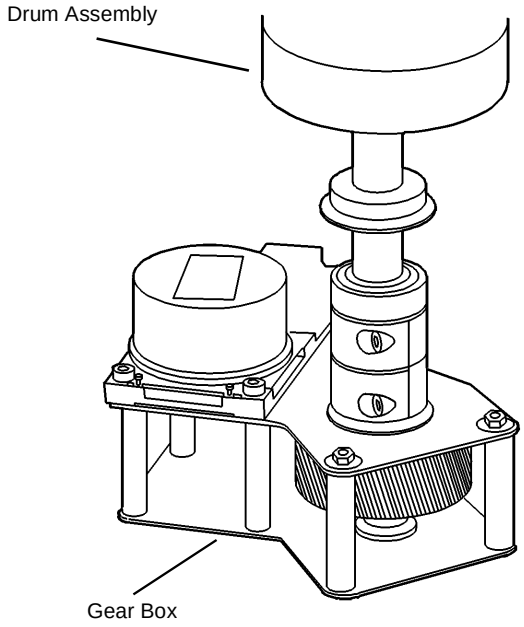

**Figure 1 Securing the Drum Assembly**
2. (Figure 1): Carefully place the Drum Assembly, Gear Box down, in a safe place on the floor.